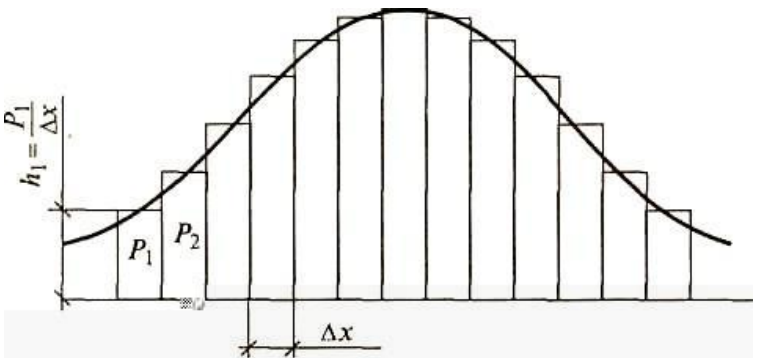

Рисунок 2 – Функция распределения измеренной величины h1 – ордината функции распределения в точке 1.
4. Строим статистический ряд, который служит основой для построения гистограммы и статистической функции распределения. При $\Delta x \to 0$ гистограмма переходит в плавную кривую(рисунок 2).